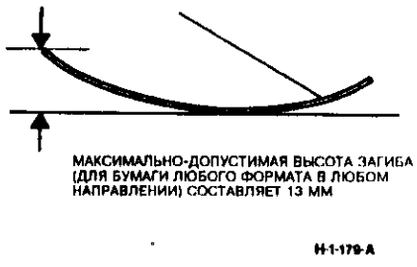

Рисунок 1. Предельная величина скручивания
- сильного скручивания бумаги, см. рисунок 1;